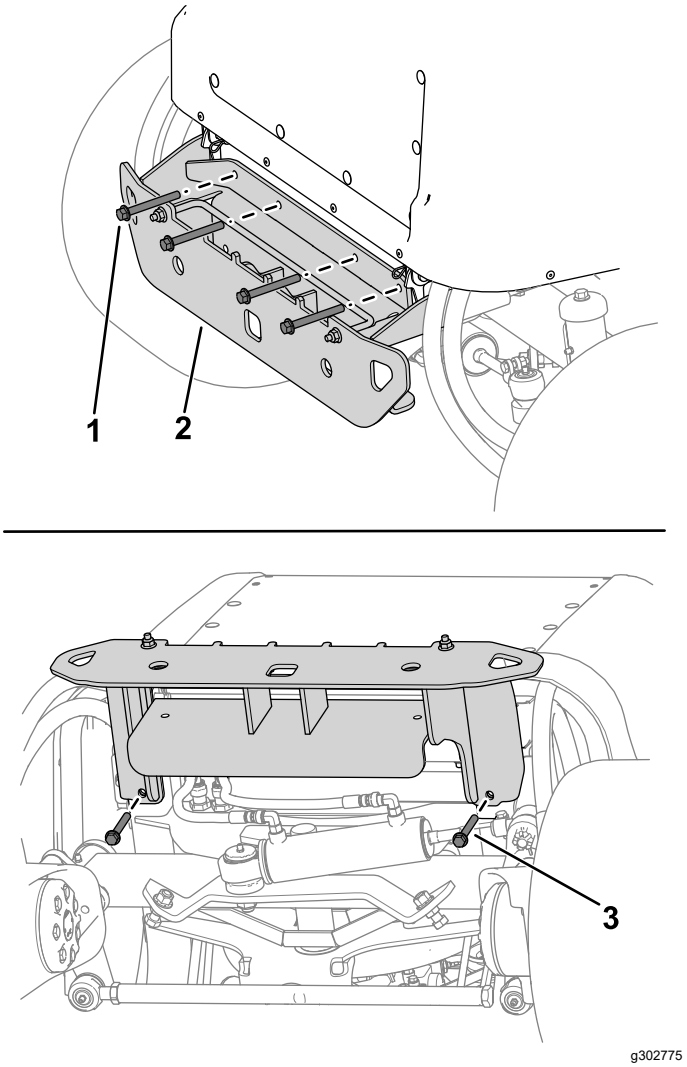

Figura 14
2. Utilizzate 4 bulloni (⅜" x 3¼") e 4 dadi (⅜") per fissare senza serrare la zona superiore del paraurti al telaio della macchina, come mostrato nella Figura 14.
3. Utilizzate 2 bulloni (⅜" x 2¾") e 2 dadi (⅜") per fissare senza serrare il paraurti sotto al telaio della macchina come mostrato nella Figura 14.